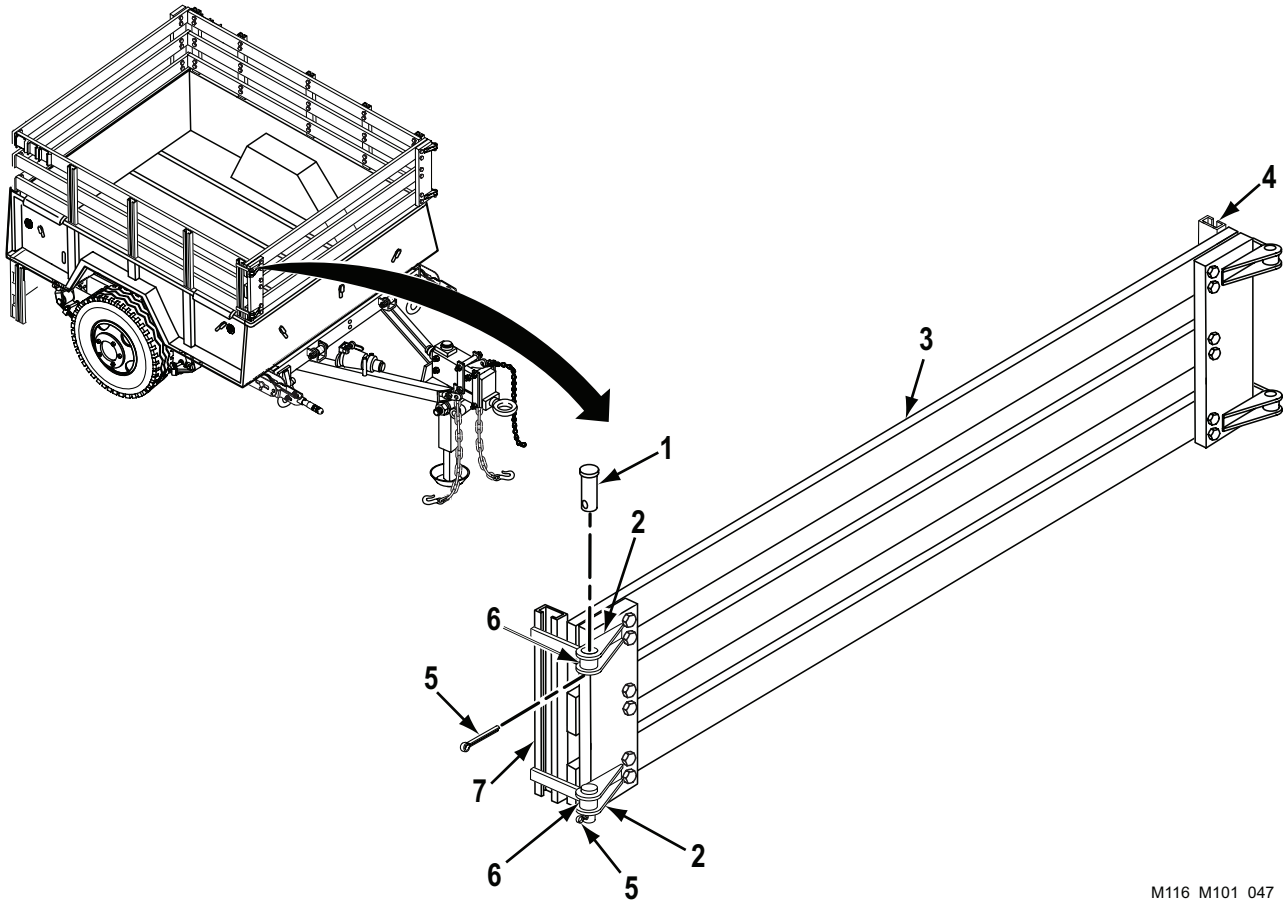

Figure 20. Front Rack Assembly Removal.
13. At roadside front rack assembly (Figure 20, Item 3), remove two cotter pins (Figure 20, Item 5) and straight headed pins (Figure 20, Item 1) from two strap hinge assemblies (Figure 20, Item 2) and hinges (Figure 20, Item 6) on roadside side rack assembly (Figure 20, Item 7).
14. Repeat Step 13 at curbside front rack assembly (Figure 20, Item 3).
15. Remove front rack assembly (Figure 20, Item 3) from roadside and curbside rack assemblies (Figure 20, Items 4 and 7).